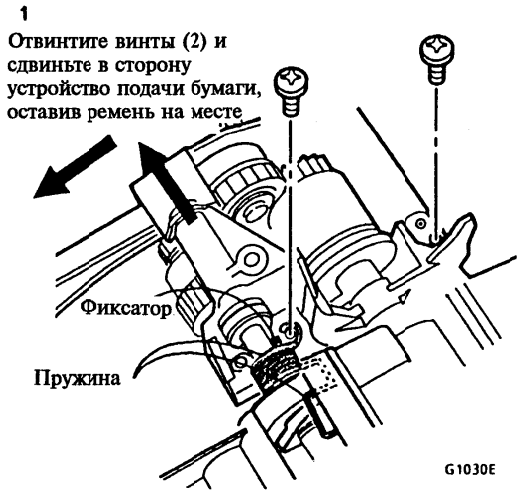

Рисунок 1. Перемещение устройства подачи бумаги
2. (Рисунок 1): Сдвиньте в сторону устройство подачи бумаги.